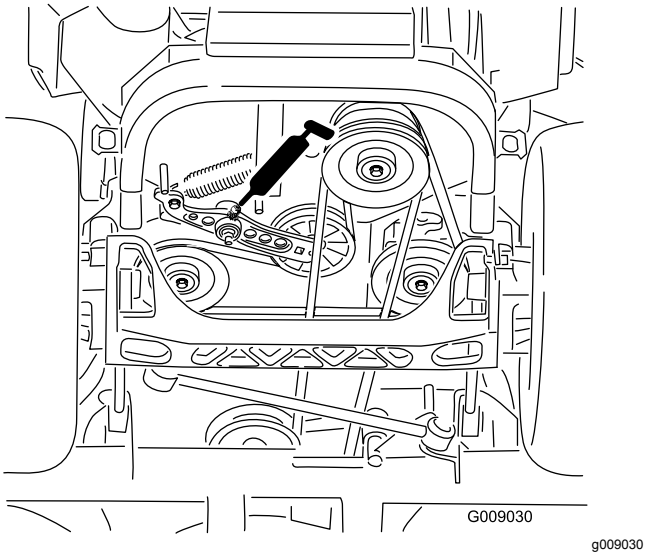

Figur 55
6. Smør drivremmens styrearme (Figur 55).